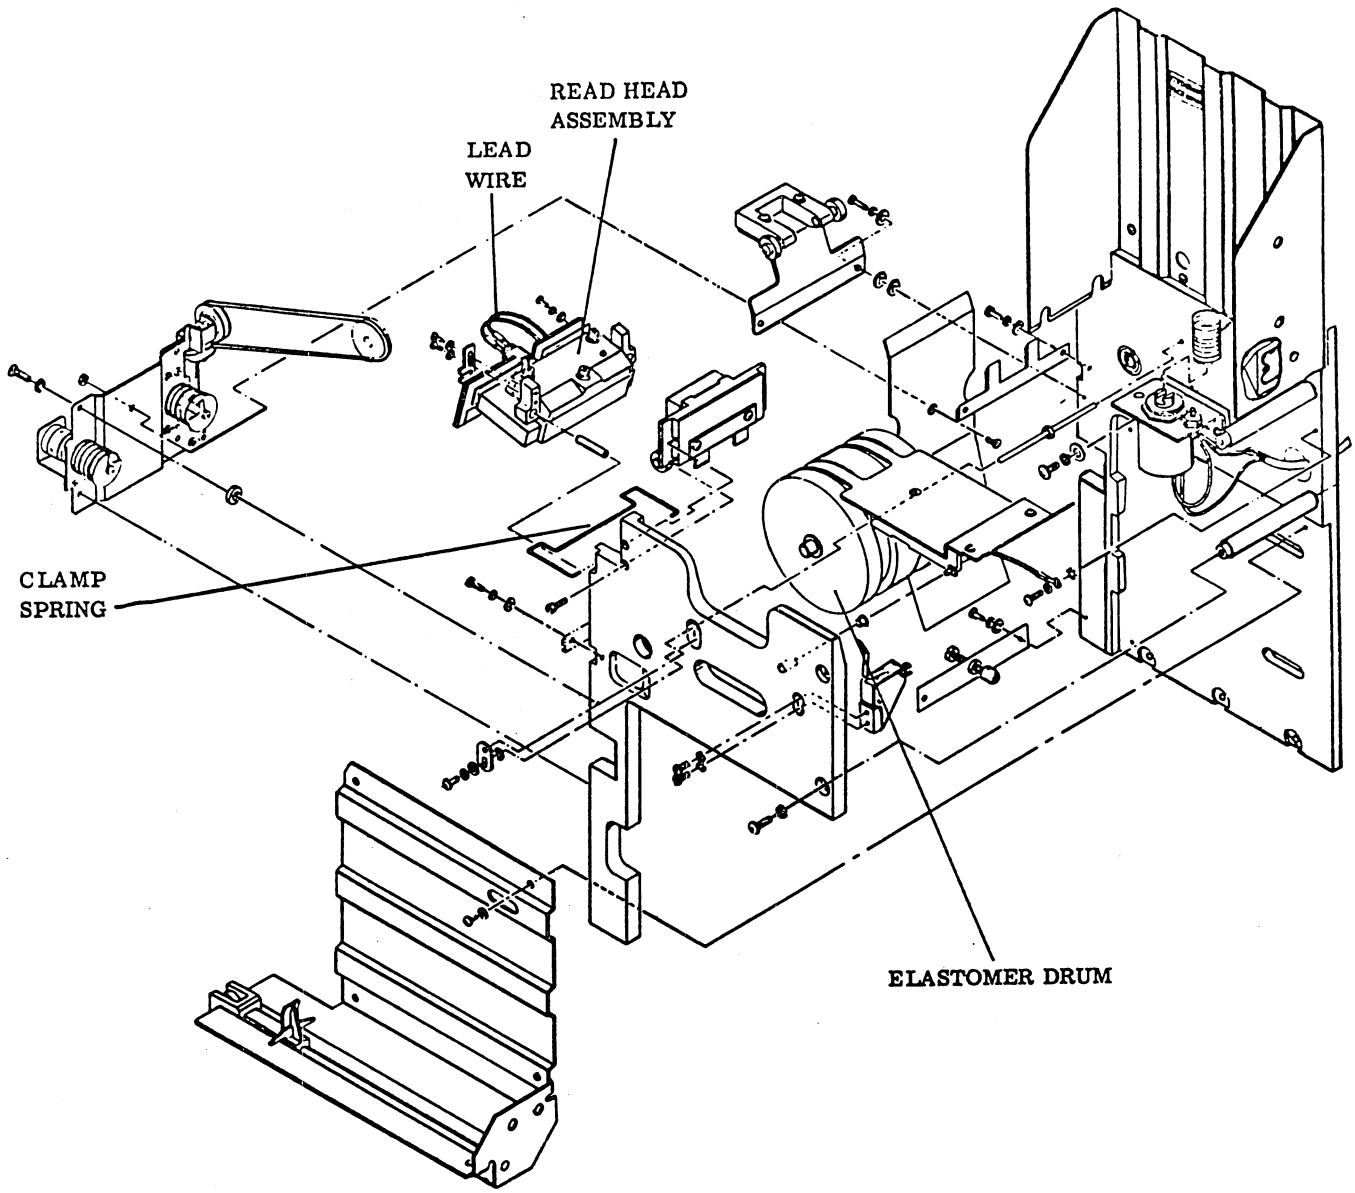

Figure 6D-18. Mechanical Deck Assembly Identifying the Read Head Assembly
5. Disconnect the read head cable from the top connector of the amplifier board (figure 6D-20). Remove the cable from the cable clamp.